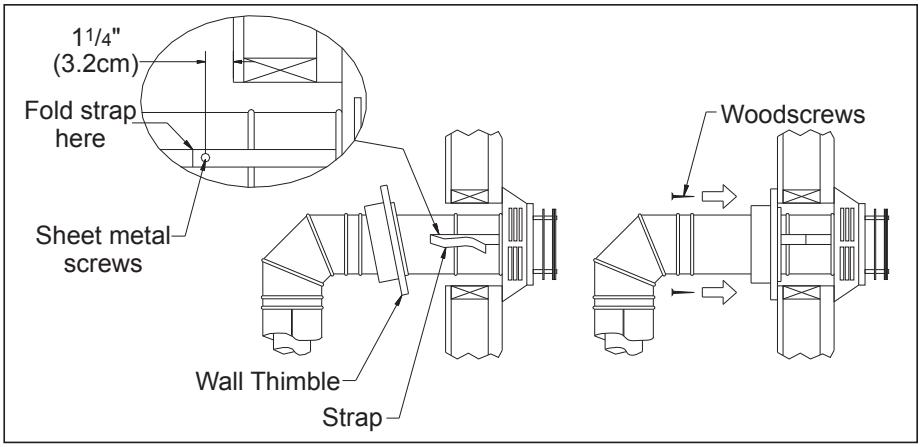

Figure 30: Installing Decorative Wall Thimble.
6. Slide the appliance and vent assembly towards the wall, carefully inserting the vent pipe into the cap assembly. It is important that the vent pipe extend into the vent cap a sufficient distance with a minimum of 1¼" (3.2cm) overlap. Secure the connection between the vent cap pipe and the vent cap by attaching the two sheet metal straps extending from the vent cap assembly into the outer wall of the vent pipe. Use the two sheet metal screws provided to connect the straps to the vent pipe. Bend any remaining portion of the sheet metal straps back towards the vent cap, so the decorative wall thimble will conceal it (see left image in Figure 30).
7. Slide the decorative wall thimble up to the wall surface and attach with the screws provided. Apply decorative brass or chrome trim if desired (see right image in Figure 30).